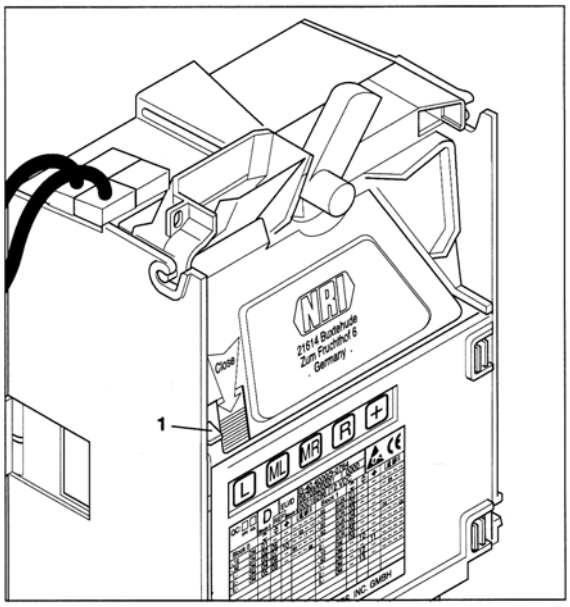

Рис. 11: Открывание монетоприемника.
- Нажмите рычаг (1) вверх и откройте опознаватель монет (рис. 11)